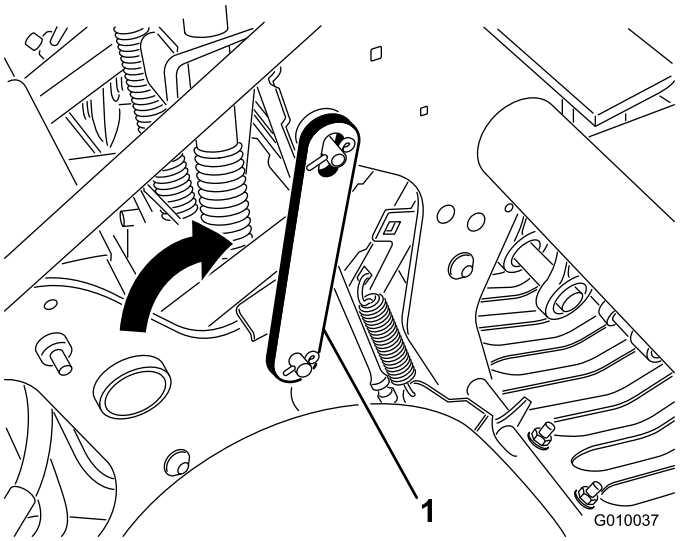

Figur 22
3. Vri servicelåsen bakover og før på luftehodesplinten (Figur 22). Fest den med klipsring.